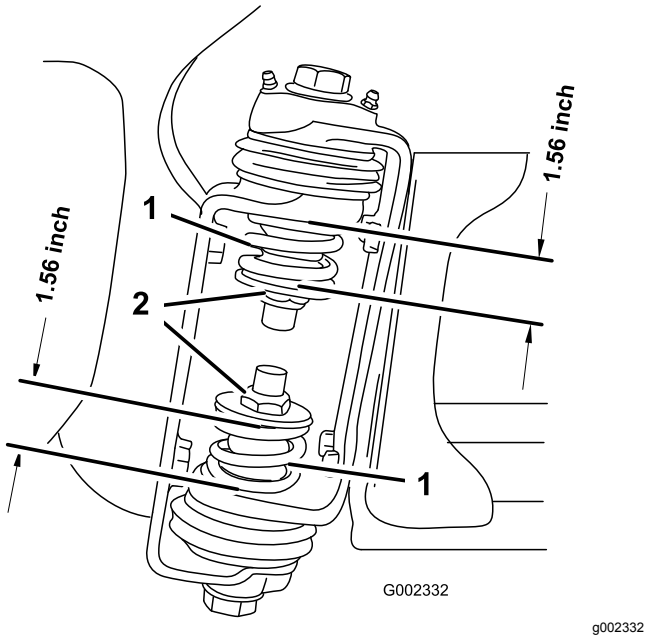

Figur 39
3. Ved bomhengselen bør du måle kompresjonen til øvre og nedre fjær mens bommene er i utstrakt posisjon (Figur 39).